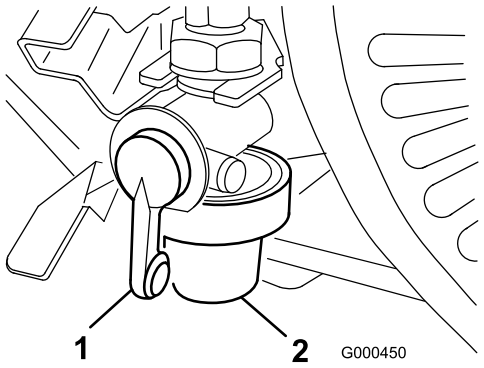

Figur 25
1. Steng drivstoffventilen, og skru av bollen fra filteret (Figur 25).